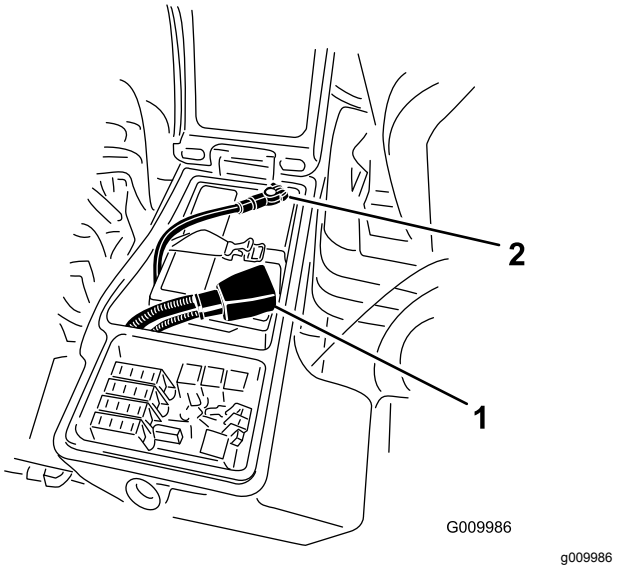

**Figur 61**
4. Monter pluskablet (rødt) til pluspolen (+) og minuskablet (sort) til minuspolen (-) på batteriet (Figur 61).